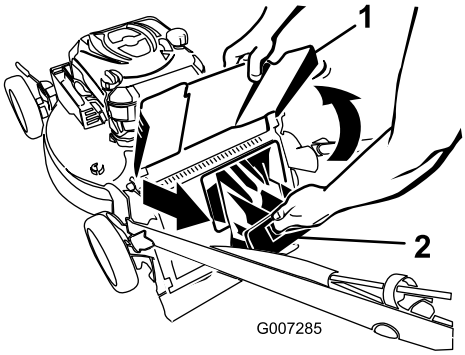

**Figuur 21**
2. Breng de afvoergeleider aan de achterzijde omhoog en houd deze omhoog (Figuur 21).
3. trek de afsluiter van het achteruitwerpkanaal eruit (Figuur 21).